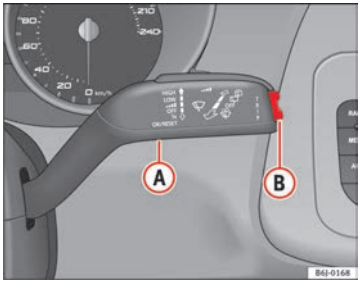

Fig. 34 Windscreen wiper lever: button A and rocker switch B
– With the ignition switched on, briefly press button ⇒ fig. 34 (A) on the windscreen wiper lever to move from one memory to another.